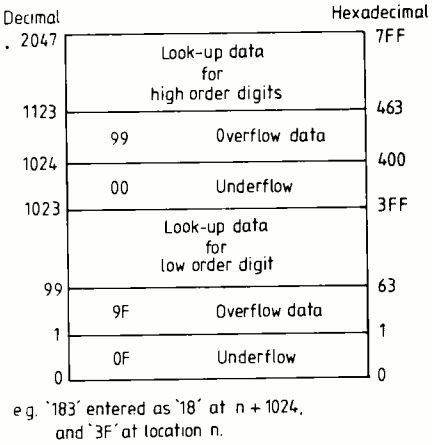

Fig. 2. Memory map of 2716 eprom.
The high-order digits are stored in the upper half of the eprom memory range in b.c.d. form, that is from 1024-2047 (decimal), while low-order digit data is located in the upper half of each byte from address 0-1023. The remaining half byte in each of these locations is not used in this application. Leading-zero blanking is accomplished by substituting a non-b.c.d. value (0-F hexadecimal) in place of the relevant zero. The CD 4543 responds to this code by blanking the digit concerned. Figure 2 is the complete memory map for the eprom.
The method used should be clear from the flow diagram of Fig. 2. Each arm in succession is flagged by means of the arrays T(N) and G(N) to indicate unambiguously whether it contains a series resonant circuit, a parallel resonant circuit, an inductor only, or a capacitor only. Although it is not shown in Fig. 2, it is very disirable to STOP the program when all entries have been made, and GOTO a subroutine listing all inputs with the corresponding branch numbers. Without a check of this kind, errors are all too likely. If at some point in this process the matrix has become